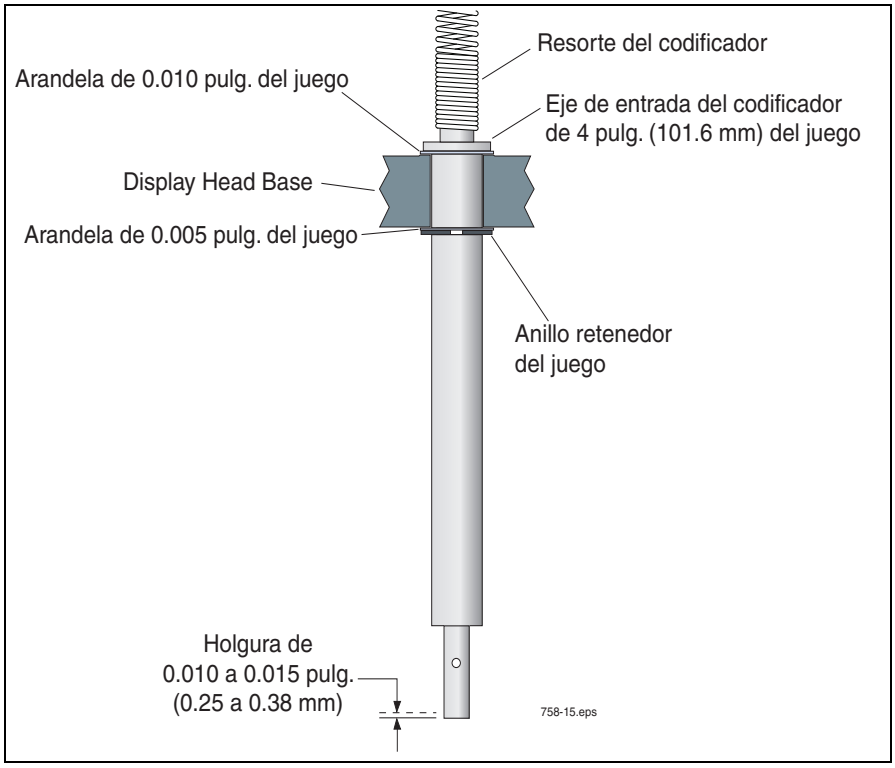

Figura 16. Montaje del grupo del eje del adaptador Neptune en la base del monitor
14. Ensamble el nuevo eje, las arandelas de 0.005" y 0.010" y el anillo de retención en la base del monitor como se muestra en la Figura 16.